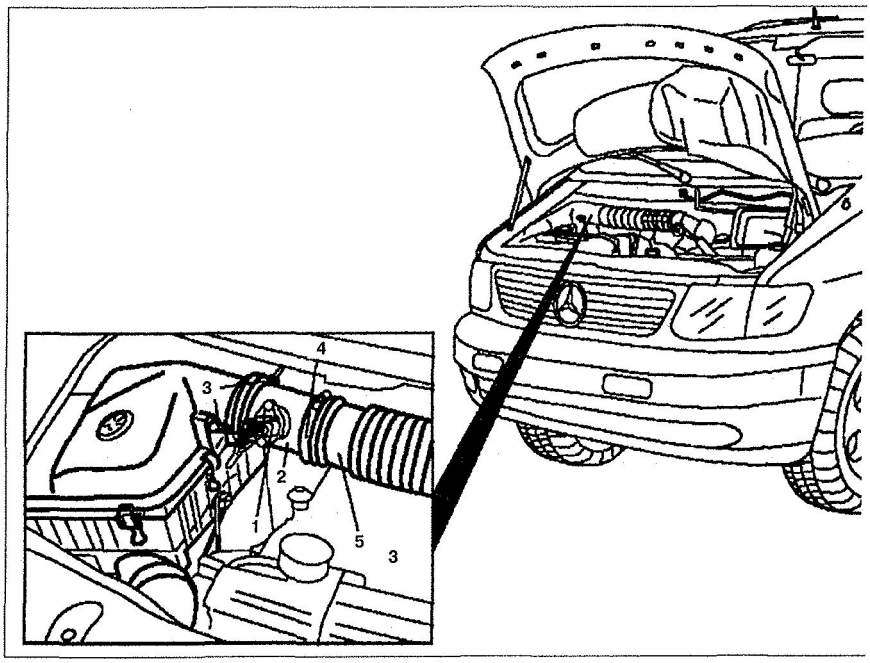

Рис. 3.48. Массовый датчик измерения расхода воздуха:
1. Отсоедините разъем **1** от датчика измерения расхода воздуха (см. рис.3.48).